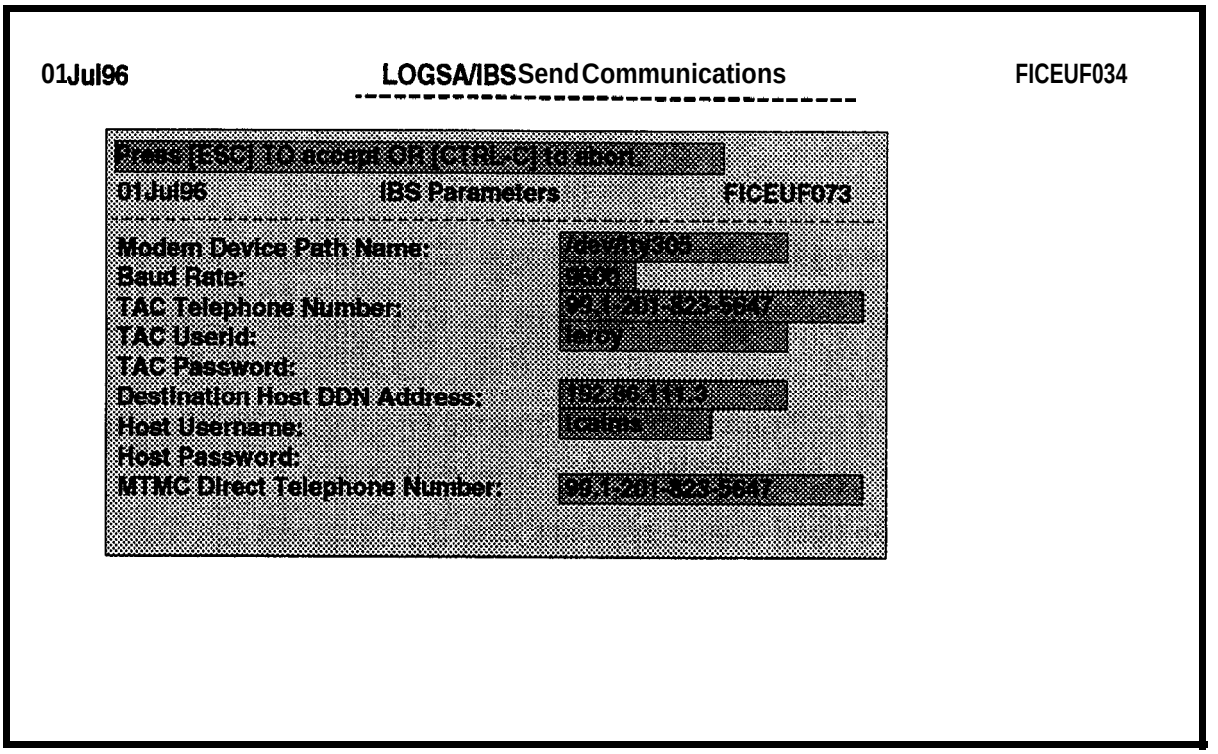

Figure 6-27. LOGSA/IBS Parameters Screen
(2) Enter **A** to modify the **IBS** Parameter file. The **IBS** Parameters window, shown in Figure 6-27, will be disolaved.